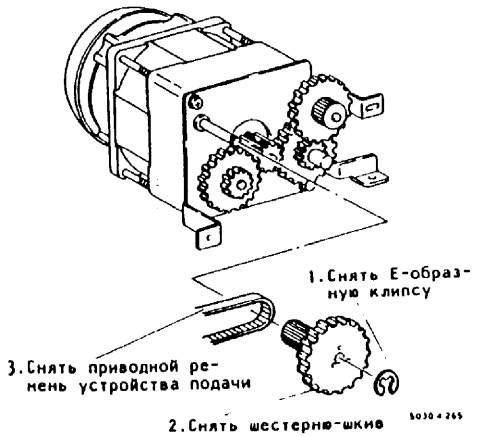

Рис.5. Снятие привода устройства подачи
6. (Рис.5): Снять приводной ремень устройства подачи.